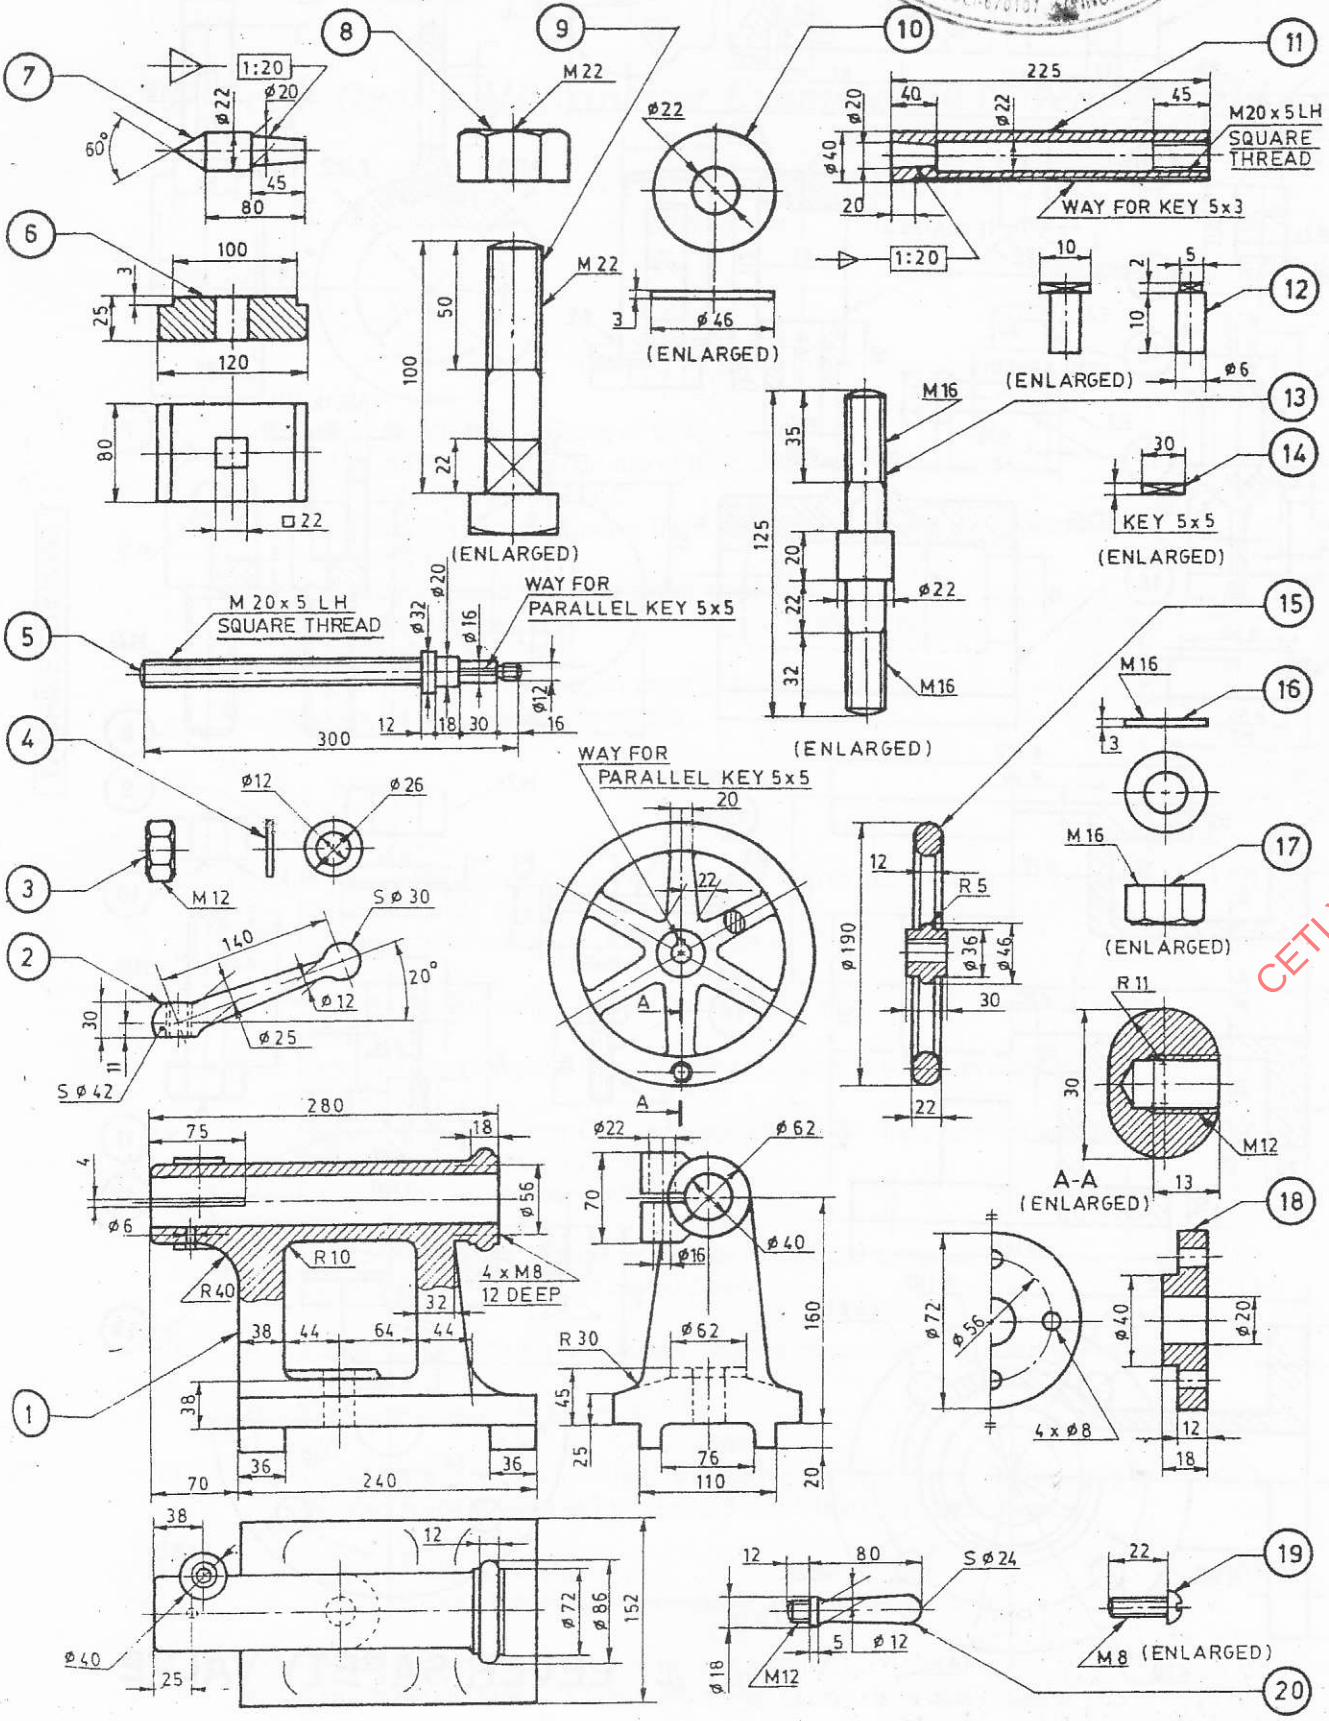

Fig 3. **LATHE TAIL STOCK**
V. Details of the tail stock of a lethe are shown in Fig 3. Assemble the parts and draw the sectional elevation. (40)